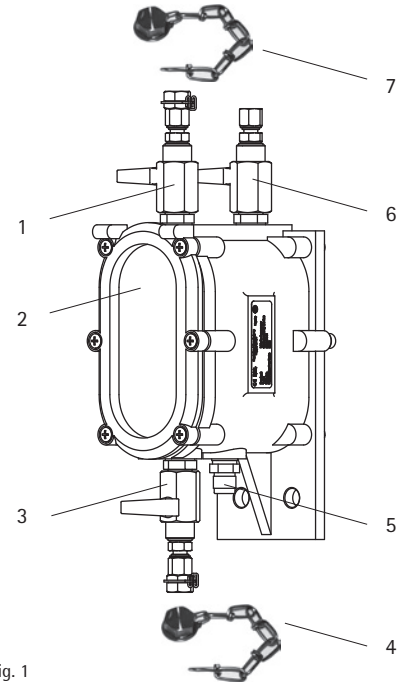
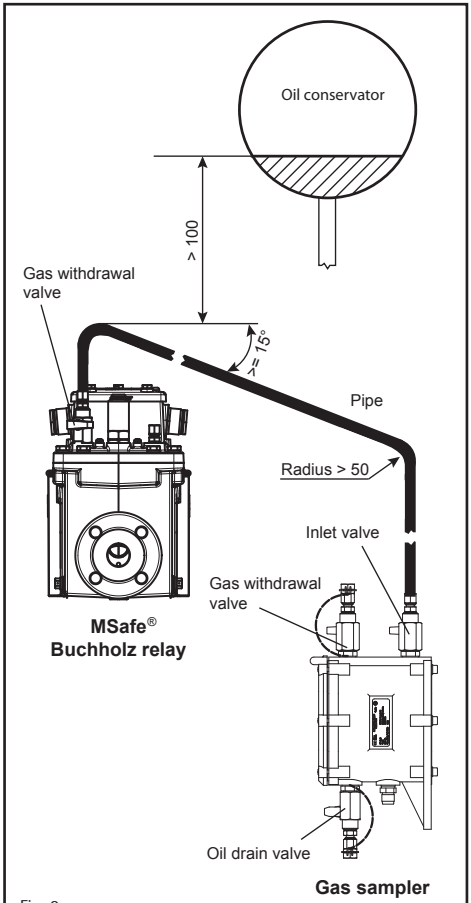

Fig. 1
Fig. 2
The gas accumulated in the MSafe Buchholz relay is pushed by the pressure of the oil in the oil conservator through the pipe into the gas sampler. The requirement for this is that the oil in the oil conservator must be situated at least 100 mm above the pipe's highest point (see Fig. 2). To prepare for this, the gas sampler is first filled completely with oil (see Section 4.1). If the upper switching system of the MSafe Buchholz relay responds due to the accumulation of gases, then this gas is transported further in the direction of the gas sampler when the valve is in the appropriate position so that it can undergo a gas analysis there or be discharged completely through the outlet port. The pipe is designed in such a way that the oil pushes the gas bubble completely out of the pipeline.
The gas sampler must be connected to the MSafe Buchholz relay as follows (see Fig. 2):
(1) Attach the gas sampler using 2 screws (max. M10) to a flat vertical surface underneath the MSafe Buchholz relay at a user-friendly working height (approx. 1.5 m above floor level). An adapter plate including screws is optionally available for installation (see Annex, Section 6.2).
(2) Unscrew the screw connection on the gas withdrawal valve (Fig. 2) of the MSafe Buchholz relay and on the in-
let valve (Fig. 1/6) of the gas sampler and remove the cutting ring on the inside.
(3) Install the pipe (supplied as an option) professionally, guide it through the screw connection and cutting ring at the ends and then screw it back onto the gas withdrawal valve of the MSafe Buchholz relay and the inlet valve (Fig. 1/6) of the gas sampler (max. 2 turns).
(4) Fix the pipe in position using fixing clamps (not supplied). Take care when doing this to comply with the specifications shown in Fig. 2.
(1) Open the gas withdrawal valve on the MSafe Buchholz relay (Fig. 2).
(2) Unscrew the sealing cap (Fig. 1/7) on the gas withdrawal valve (Fig. 1/1) of the gas sampler.
(3) Open the inlet valve (Fig. 1/6). Open the gas withdrawal valve (Fig. 1/1). The oil drain valve (Fig. 1/3) remains closed.
(4) Observe the rising oil level in the inspection window (Fig. 1/2) and close the gas withdrawal valve (Fig. 1/1) when oil begins to escape. The gas sampler is now completely filled with oil.
(5) Additionally secure the gas withdrawal valve (Fig. 1/1) again with the sealing cap (Fig. 1/7).
(6) Ensure that the gas withdrawal valve of the MSafe Buchholz relay (Fig. 2) and the inlet valve (Fig. 1/6) of the gas sampler remain permanently open while operation.
(1) Ensure that the gas withdrawal valve of the MSafe Buchholz relay (pic. 2) and the inlet valve (Fig. 1/6) of the gas sampler are open.
(2) Unscrew the sealing cap (Fig. 1/4) from the oil drain valve (Fig. 1/3).
(3) Open oil drain valve and collect escaping oil.
(4) Close the oil drain valve as soon as the oil level is visible in upper third of the inspection window. Secure the valve again with the sealing cap (Fig. 1/4).
(5) Unscrew the sealing cap (Fig. 1/7) from the gas withdrawal valve (Fig. 1/1) and screw on the gas testing device (accessories).
(6) Open the gas withdrawal valve (Fig. 1/1) to divert the gas inside through the testing device.
(7) Close the gas withdrawal valve (Fig. 1/1) after gas withdrawal and unscrew the testing device.
(8) Open the gas withdrawal valve again to allow any remaining gas to escape. As soon as the gas sampler has completely filled with oil and oil escapes via the gas withdrawal valve (check via the inspection window) (Fig. 1/2), close the gas withdrawal valve again.
(9) Screw the sealing cap (Fig. 1/7) back onto the gas withdrawal valve.
(10) Ensure that the gas withdrawal valve of the MSafe Buchholz relay (Fig. 2) and the inlet valve (Fig. 1/6) of the gas sampler remain permanently open in the oil-filled state.